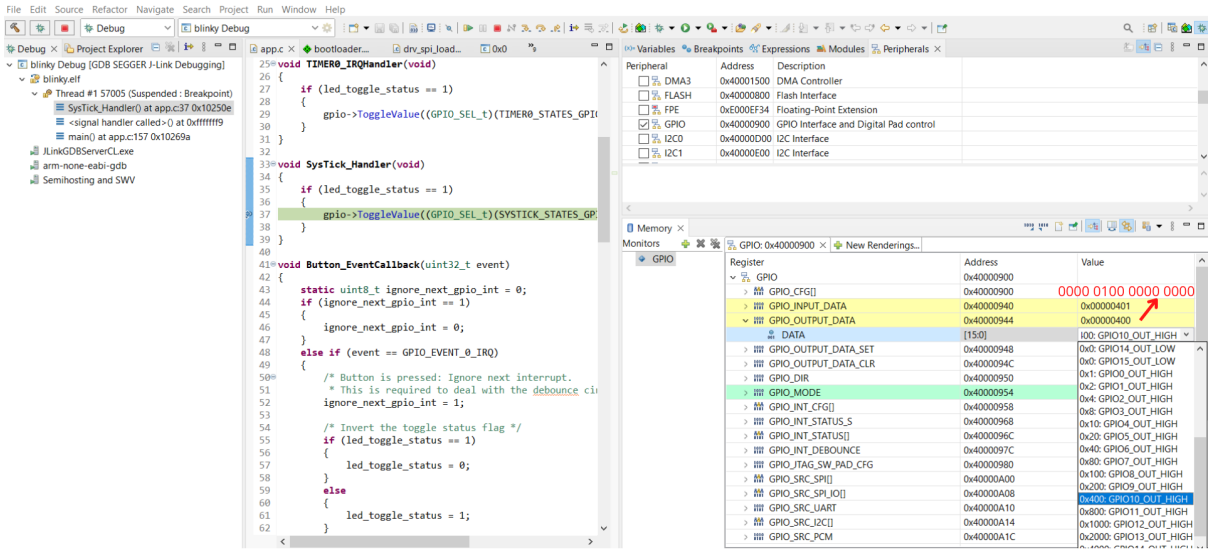

Figure 14. Toggling RSL15 GPIO Using the Peripheral Registers View: Before
5. Press F8 and observe that the register bits 8 and 10 toggle their state when `gpio->ToggleValue((GPIO_SEL_t)(SYSTICK_STATES_GPIO))` and `gpio->ToggleValue((GPIO_SEL_t)(TIMER0_STATES_GPIO))` are executed (in this case, from 0x400 to 0x100). The register turns yellow to indicate that you have activated real-time monitoring for it (see the "Toggling RSL15 GPIO Using the Peripheral Registers View: Before" figure (Figure 14)).